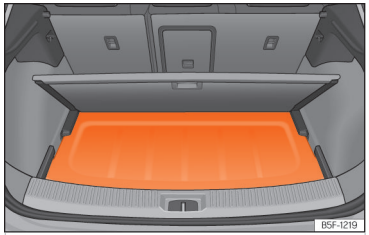

Abb. 181 Im Gepäckraum: Einsetzen der Gepäckraumabdeckung.
- Legen Sie die Gepäckraumabdeckung in die dafür vorgesehene Aufnahme ››› **(Abb. 181)**.